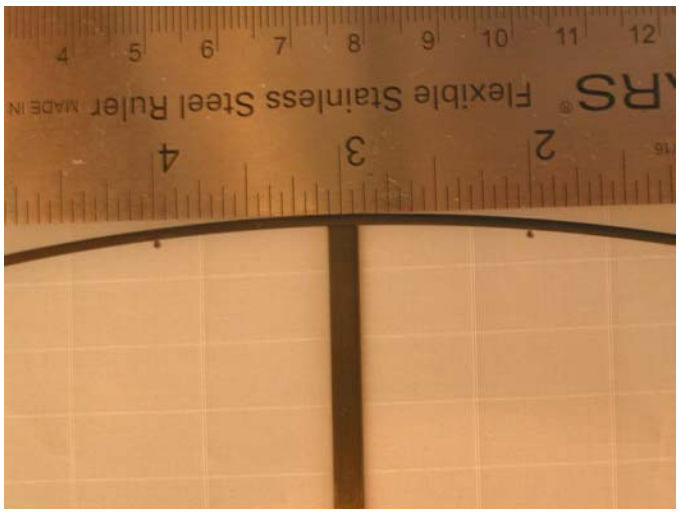

Figure 24: Put marks just below the bow spar, 1" on either side of the spine.
28. Measure and mark 1" on either side of the spine just below the bow spar. See Figure 24.